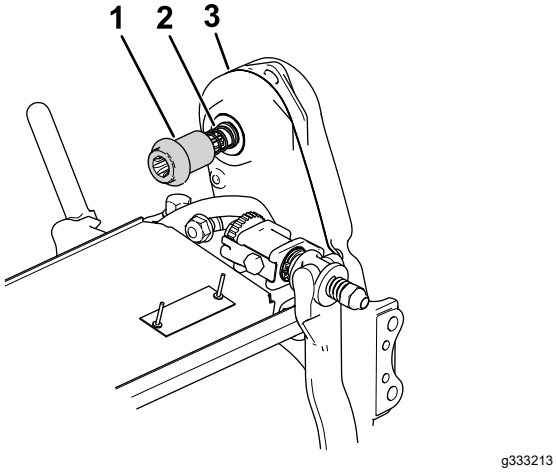

**Figuur 7**
4. Monteer de koppeling en de veer aan de messenkooiaandrijving van de maai-eenheid (Figuur 7).
5. Zorg ervoor dat de koppeling (Figuur 7) gemakkelijk naar voren en naar achteren kan bewegen op de aandrijfas van de transmissie.